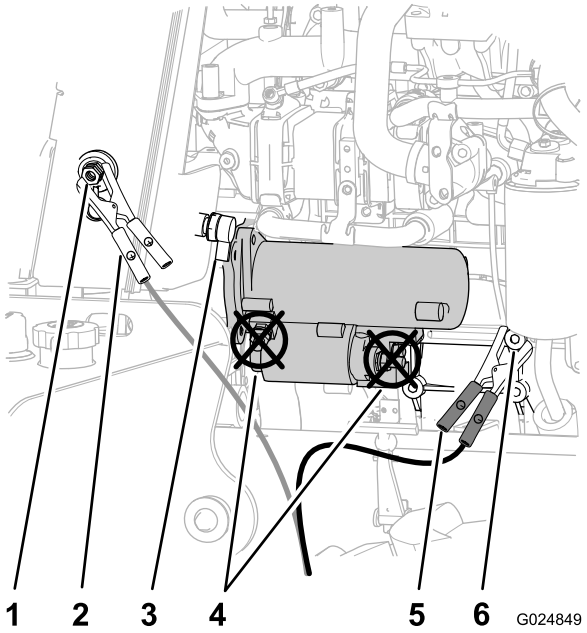

Figura 77
4. Retire la tapa del borne auxiliar (Figura 77).
5. Conecte el cable positivo (+) al borne auxiliar (Figura 77).
6. Conecte el cable negativo (-) a tierra, por ejemplo, a la tuerca del punto de pivote del alternador (Figura 77).